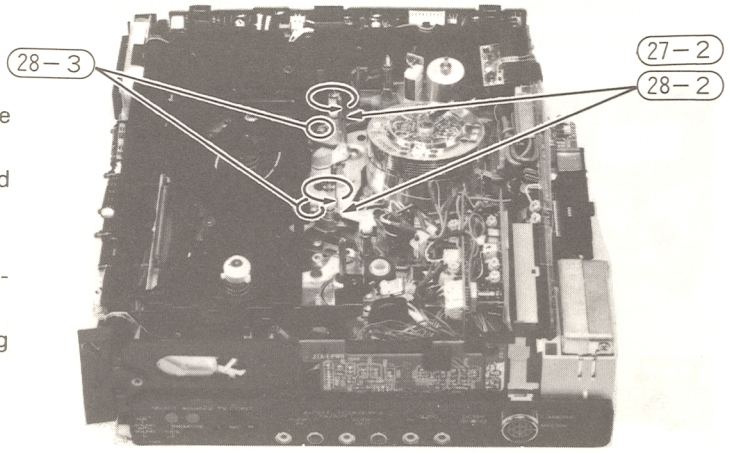

Fig. 32 Guide Roller, Supply and Take-up Inclined Guides
27. Guide roller (Fig. 32)
28. Supply and take-up inclined guides (Fig. 32)